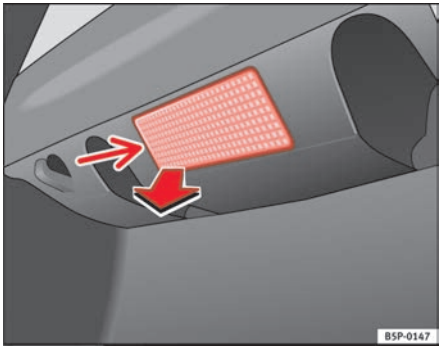

Fig. 192 Luggage compartment light
- Remove the bulb by pressing on the inside edge of this -arrow- using the flat side of a screwdriver ⇒ fig. 192.